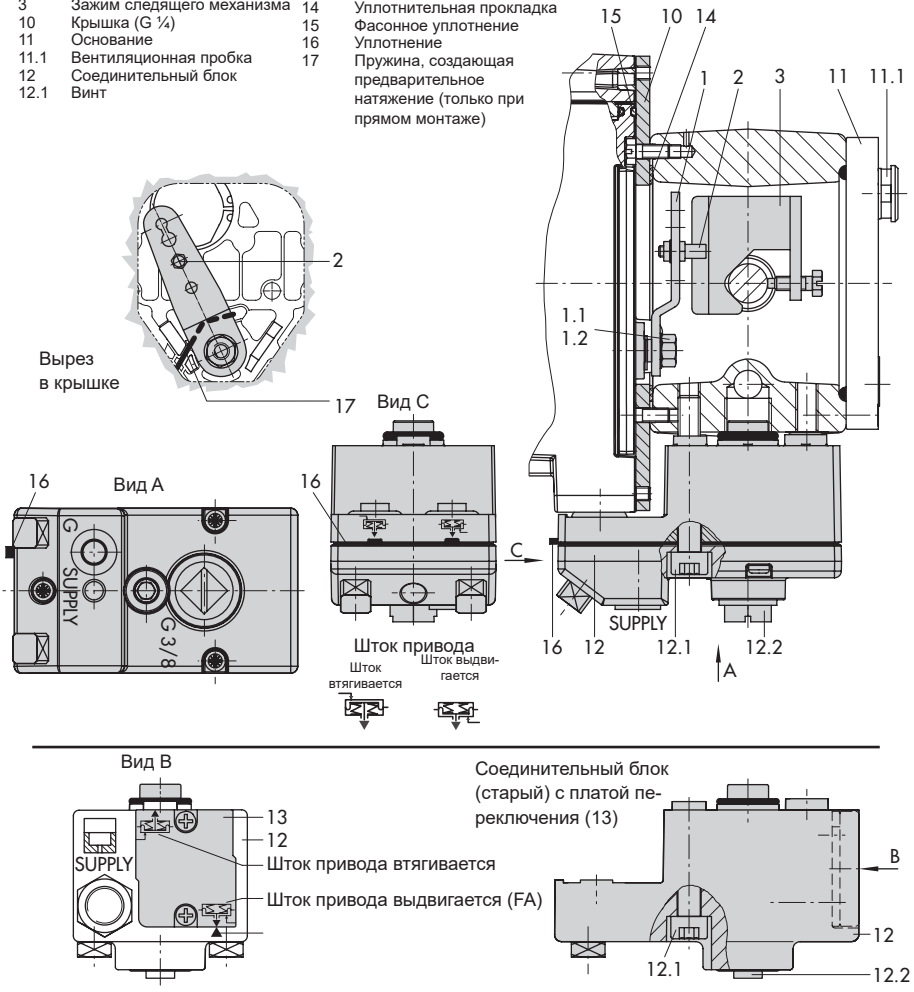

Рис. 6: *Прямой монтаж – штуцер регулирующего сигнала на привод Тип 3277 с площадью 175–750 см²*
Установите позиционер, как показано на Рис. 6, на раму. Регулирующее давление передаётся на привод через соединительный блок (12); при положении безопасности "Шток привода выдвигается" – по внутренним каналам в раме клапана, а при положении безопасности "Шток привода втягивается" – по внешней соединительной трубке.
1. Установите зажим следящего механизма (3) на шток привода, выровняйте и зафиксируйте таким образом, чтобы крепёжный болт находился в пазе штока привода.
2. Зафиксируйте крышку (10) так, чтобы узкая сторона выреза (Рис. 6 слева) была направлена к штуцеру управляющего сигнала, а наклеенная уплотнительная прокладка (14) указывала в сторону рамы привода.
4. Вставьте фасонное уплотнение (15) в паз корпуса позиционера, нажимая четырьмя удерживающими втулками на винты корпуса и вдавливая две зажимные втулки в углубления корпуса.
5. Проведите пружину, создающую предварительное натяжение (17), под рычагом (1) через планку и вставьте ее в отверстие корпуса, прижмите рычаг (1) к упору, пока он не зафиксируется. Установите позиционер на крышку (10) и закрутите тремя крепежными винтами. Убедитесь, что штифт следящего механизма (2) находится на верхней части зажим следящего механизма (3). Рычаг (1) должен укладываться на зажим следящего механизма усилием пружин.
6. Проверьте, установлен ли выступ уплотнения (16) сбоку на соединительном блоке таким образом, что символ привода "шток привода выдвигается" или "шток привода втягивается" соответствует исполнению привода. В ином случае необходимо удалить три крепёжных болта, снять крышку и заново уложить уплотнение (16) в перевёрнутом на 180° положении. Для старого соединительного блока (Рис. 6 снизу) плату переключения (13) поверните таким образом, чтобы соответствующий символ привода был направлен по стрелке.
8. Установите соединительный блок (12) с уплотнительными кольцами на позиционер и раму привода, после чего затяните крепёжный болт (12.1). У привода "Шток привода втягивается" дополнительно удалите пробку (12.2) и смонтируйте внешнюю трубку управляющего сигнала.
9. Установите крышку (11) на противоположной стороне. Следите за тем, чтобы при установленном регулирующем клапане вентиляционная заглушка (11.1) была обращена назад, так как это необходимо для оттока скопившейся конденсационной влаги.